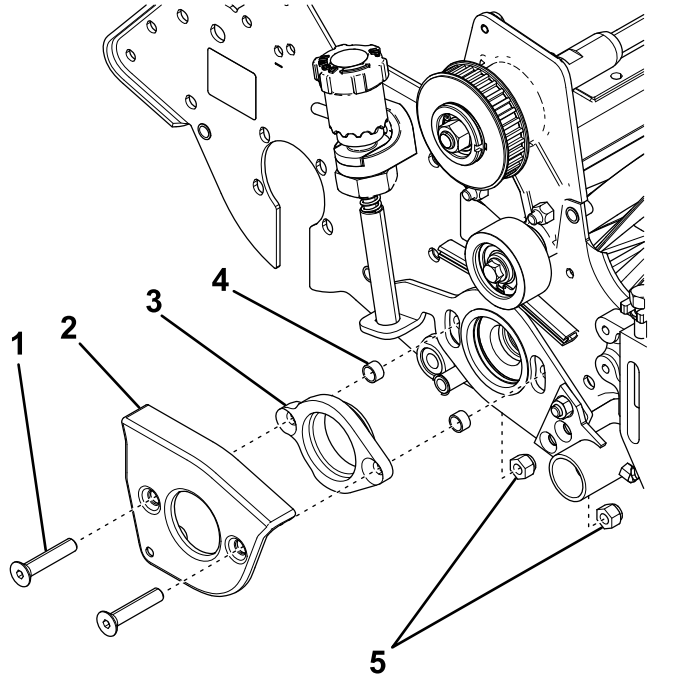

Figura 11
1. Inserite le 2 viti a testa piana attraverso il coperchio del braccio del groomer e l'adattatore del cuscinetto e fate scorrere i nuovi distanziali sulle estremità (Figura 11).
2. Inserite le viti a testa piana attraverso la piastra laterale e fissatele con 2 dadi di bloccaggio (Figura 11).